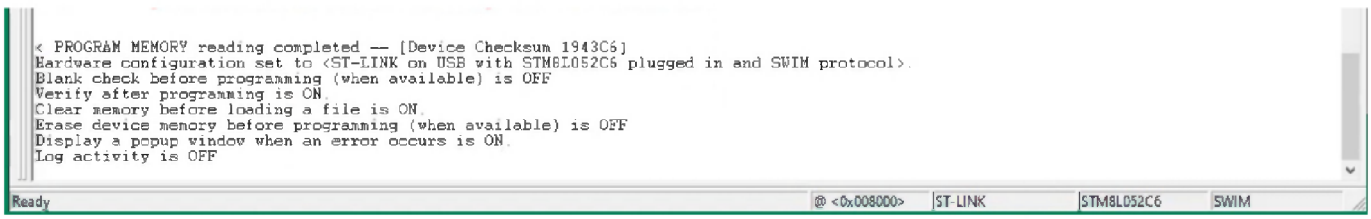

Рисунок 55
5.3.4 При успешном подключении в нижней части в окна на вкладке PROGRAM MEMORY появится соответствующее сообщение (Рисунок 55).